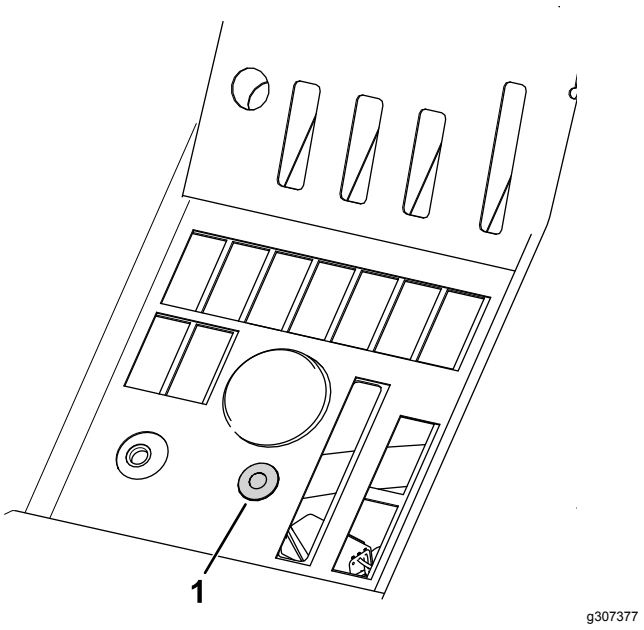

Figure 5
7. Remove the plug and install the LED light in the control panel as shown in Figure 5.